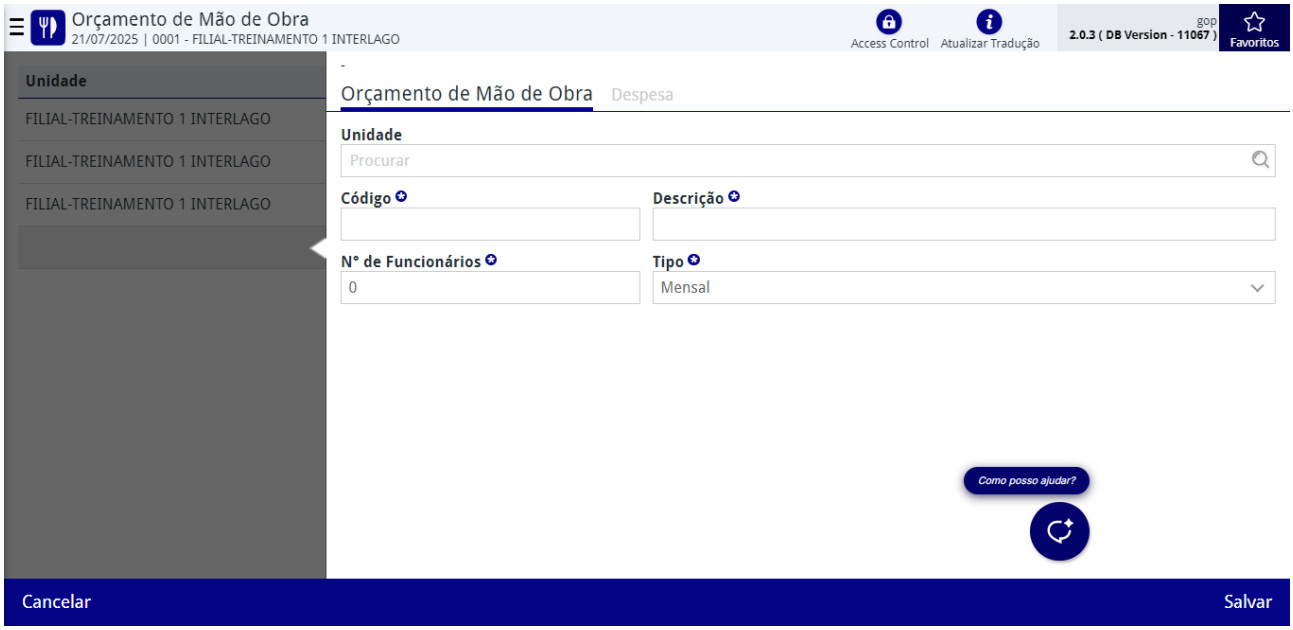

Figura 89: Formulário
4. Preencha o **Código** e uma **Descrição** no formulário (Figura 89) disponibilizado.